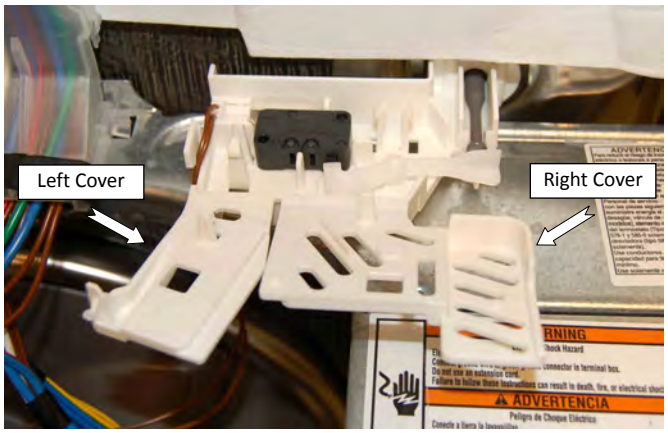

Figure 3
2. Open right and left side covers, (see Figure 3).